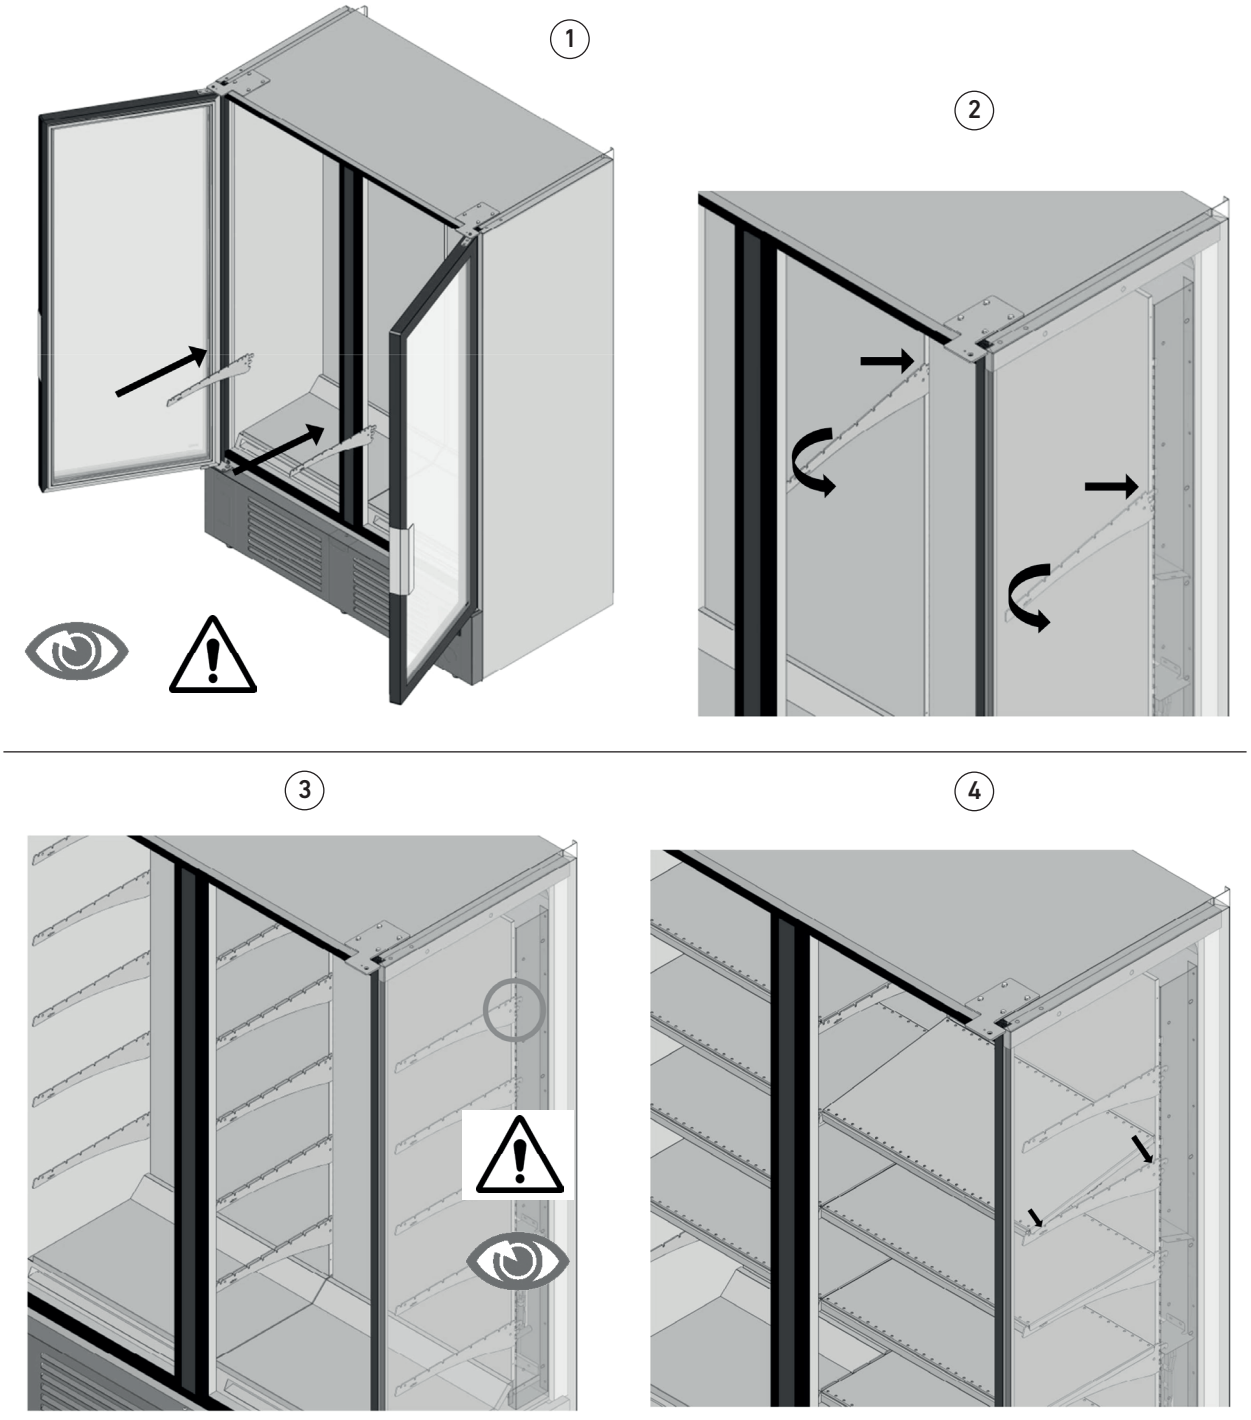

fig. 15
- Open the doors with the utmost care when mounting the shelves so as not to hit the glass to prevent accidental breakage (fig. 15 part. 1);
- Pull the shelf supports together with the notched side facing the back of the refrigerated chamber and slightly rotate the support downwards to facilitate the opening of the "teeth" in the appropriate seats (fig. 15 part. 2);
- Respect the heights indicated by the load limits of the shelves (fig. 15 part. 3);
- Once all the shelf supports have been placed, place the shelves on them as shown in fig. 15 part. 4.